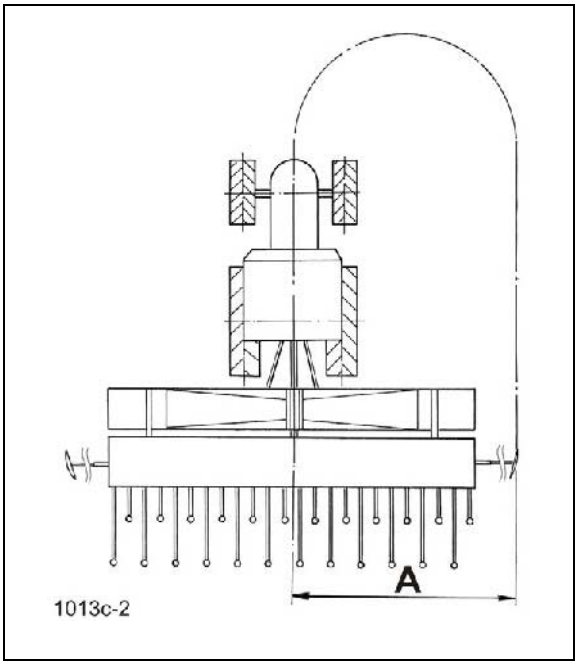

**Fig. 174**
5. Réglez la longueur des traceurs sur la distance "A" (voir tableau (Fig. 174, ci-dessous).